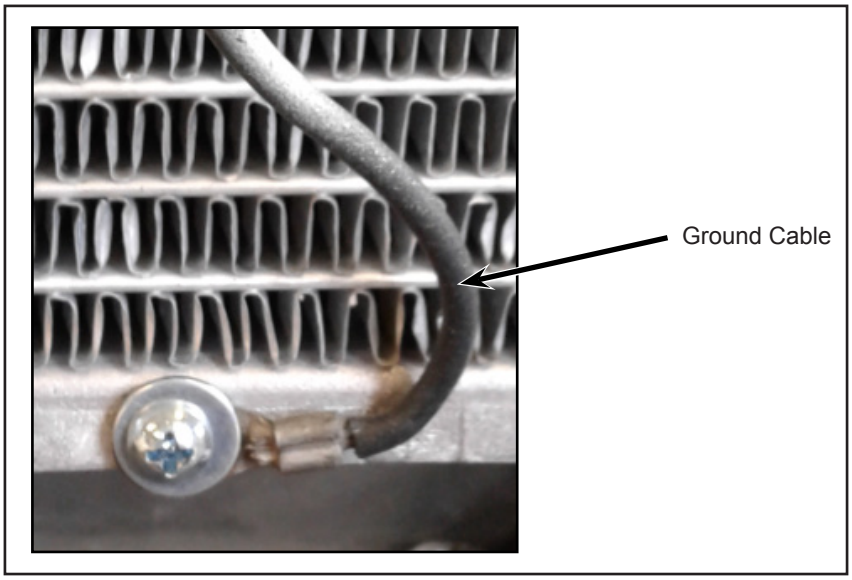

Figure 13 - Typical View of Ground Cable Connection
1.33. Connect the ground cable that was previously disconnected (see Figure 13).